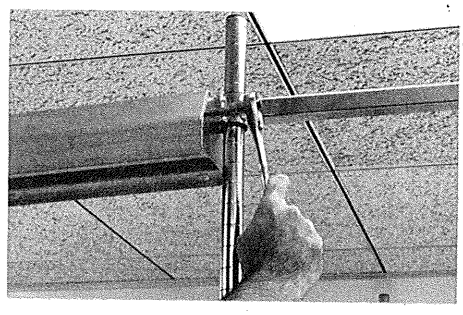

FIG. 11
13. At the open ends of each track section, position an end cap so the legs of the cap straddle the extended ends of the bracket bars, and also align the holes in the cap with the holes in the track. Use the self-tapping screws to fasten the end caps to the track (Fig. 11).